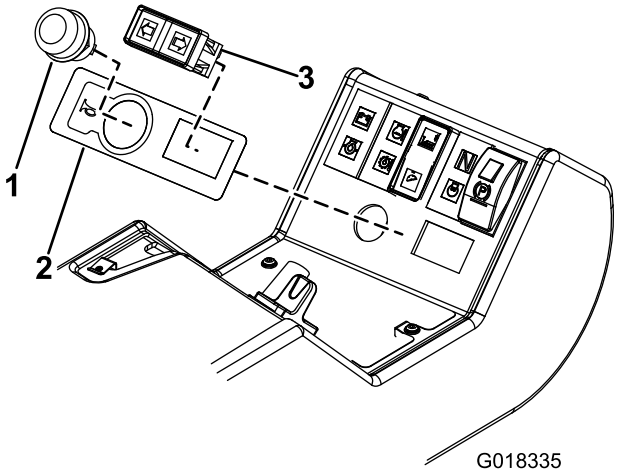
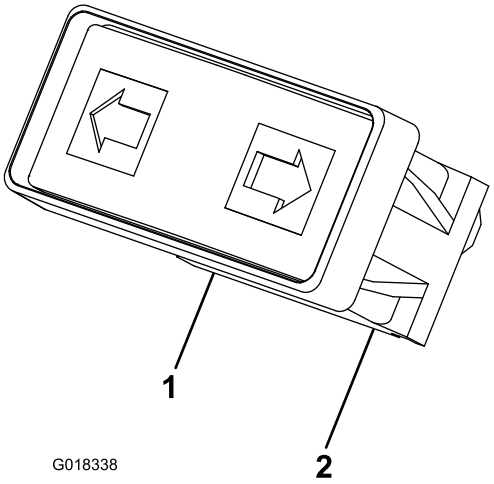

Figure 18
Figure 19
9. Install the horn decal lining up the edges of the round and rectangular holes (Figure 18).
10. Install the horn button and the direction indicator switch into the control panel (Figure 18). Install the direction indicator switch with the Green/Red wires to the left and the Green/White wires to the right, as shown in Figure 19.